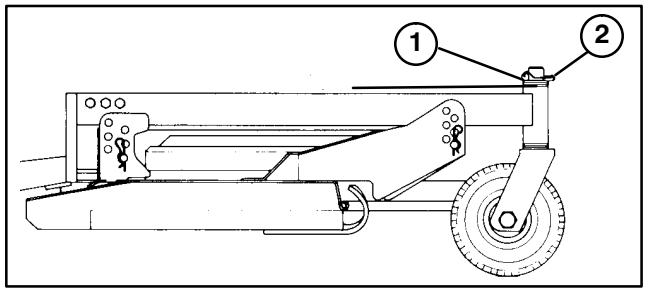

Figure 33
A. Cutting units usually operated at 1 to 2 in. height−of−cut should have the low side of the cutting unit raised. Remove the lynch pin securing castor wheel on low end (Fig. 33) and remove castor assembly.
B. Transfer one thrust washer from top side of castor shaft to lower side, install castor assembly and compare blade height of all blades; refer to items 3 through 7. Continue adding thrust washers if height still does not meet requirements.
C. If cutting unit is operated at 2 to 4 in. height−of−cut, lower the high side of cutting unit. Remove lynch pin of castor at high end of unit and remove castor assembly (Fig. 33).
D. Transfer one thrust washer from lower side of castor shaft to top side, install assembly and compare blade height of all blades; refer to items 3 through 7. Repeat procedure if height still does not meet requirements.